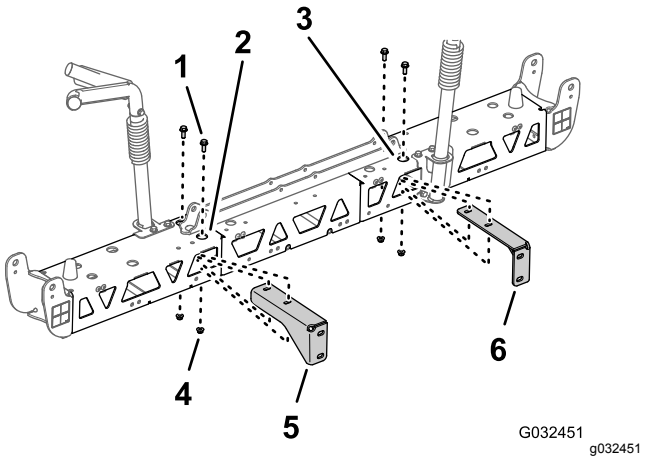

Rysunek 54
2. Ustaw otwory w prawym wsporniku równo z otworami w prawej ramie kratownicowej w sposób pokazany na (Rysunek 54).
3. Zamocuj prawy wspornik do prawej ramy kratownicy (Rysunek 54) używając 2 śrub kołnierzowych (3/8 x 1 cala) i 2 nakrętek kołnierzowych zabezpieczających (3/8 cala)
4. Powtórz kroki 2 oraz 3 dla lewego wspornika przy lewej ramie kratownicowej (Rysunek 54).